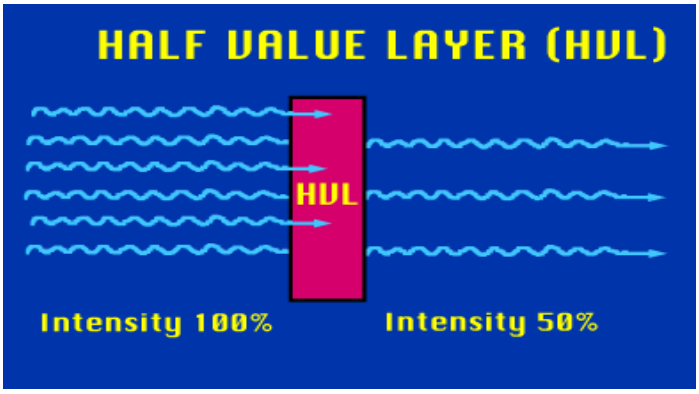

**Fig 13: diagram explain halve value layer.**
**Fig 13: Photoelectric absorption. (A) Photoelectric absorption occurs when an incident photon gives up all of its energy to an inner electron, which is ejected from the atom (a photoelectron). The incident electron ceases to exist at this point. (B) The ionized atom now has an electron vacancy in the inner orbital. (C) An electron from a higher energy level fills the vacancy and emits characteristic radiation. (D) All orbitals are subsequently filled, completing the energy exchange.**